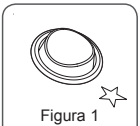

Figura 1
1. Acione a faísca mantendo pressionado o botão (figura 1);